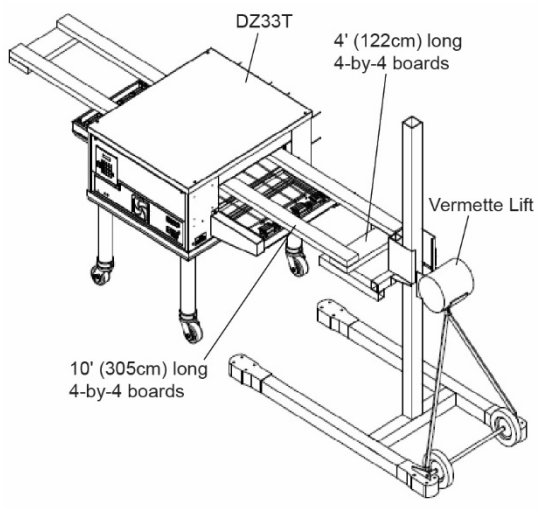

Figure 19.
3. Slide the two 10' (305cm) long 4-by-4 boards through the oven cavity. The boards should be sticking out of the oven equally on both sides. One of the boards should be placed to the rear of the oven and the other in the front of the oven. See Figure 19.
4. Position the two Vermette lifts on opposite ends of the oven under the 10' (305cm) boards, making sure the legs with wheels are up as close as possible to the skid. Place the two 4' (122cm) long 4-by-4 boards across the two Vermette forks, at least 6" (15cm) in from the end of the forks, and centered with the 10' (305cm) boards running through the oven cavity. See Figure 19.
4. Position the two Vermette lifts on opposite ends of the oven under the 10' (305cm) boards, making sure the legs with wheels are up as close as possible to the skid. Place the two 4' (122cm) long 4-by-4 boards across the two Vermette lift forks, at least 6" (15cm) in from the end of the forks, and centered with the 10' (305cm) boards running through the oven cavity. See Figure 19.